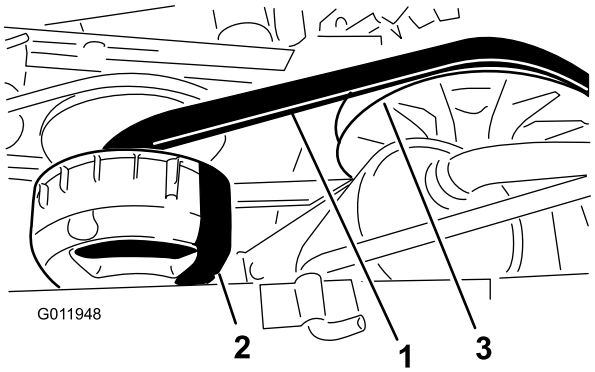

Figur 72
4. Vrid på remmen (Figur 72) och kontrollera om den är sliten eller skadad.
3. Vrid remmen och dra den över sekundärkopplingen (Figur 72).
4. Ta bort remmen från primärkopplingen (Figur 72).
5. Placera den nya remmen över primärkopplingen (Figur 72).
6. Vrid remmen och dra den över sekundärkopplingen (Figur 72).